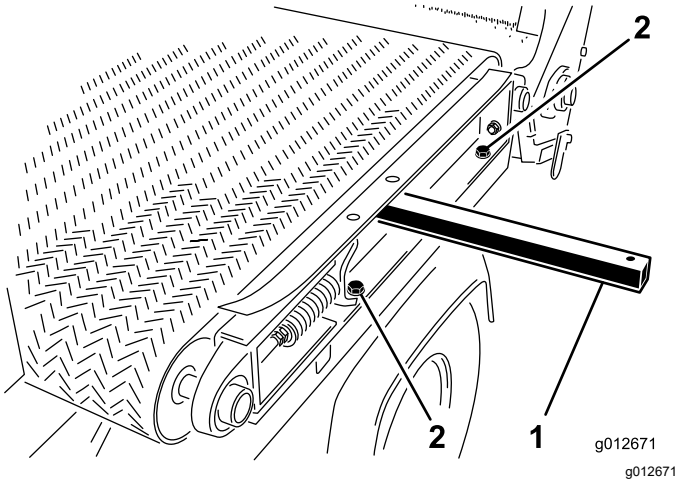

Figur 34
5. På venstre side af maskinen skal du fjerne de 2 maskinskruer og 2 spændeskiver, der fastgør gliderens stelvange på den venstre skærm (Figur 34).
1. Isæt en løftestang gennem hullet i venstre gliders stelvange, og hæv løftestangen for at tippe stelvangen en anelse. Se Figur 34 i Afmontering af glideladet (side 23).